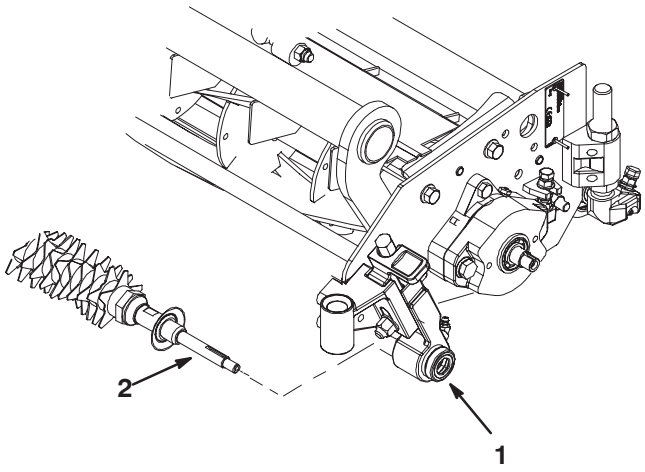

Figure 8
15. Carefully insert the key way end of the groomer shaft into the LH height of cut assembly until the shaft **clicks** into position (Fig. 8).Take care not to damage the seals in the height of cut assembly.